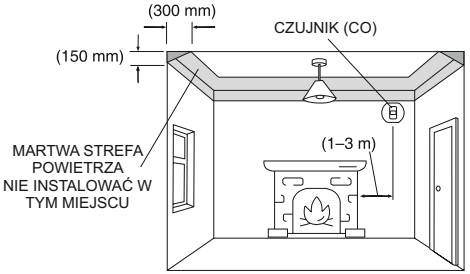

Rysunek 1: Instalacja w pomieszczeniu z urządzeniem spalającym paliwo
1. Montaż czujnika CO w pomieszczeniu z urządzeniem spalającym paliwo (patrz Rysunek 1):